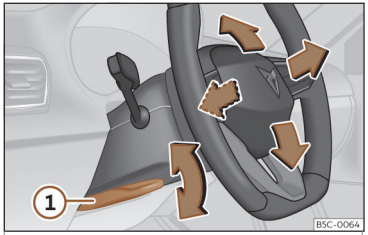

Fig. 4 Palanca en la parte inferior del lateral izquierdo de la columna de dirección.
• Tire de la palanca››› **fig. 4** (1) hacia abajo, mueva el volante hasta la posición deseada y vuelva a subir la palanca hasta el punto de cierre.
• Tras ajustar la columna de la dirección, empuje firmemente la palanca››› fig. 4 (1) hacia arriba para que el volante no cambie de posición accidentalmente durante la marcha.